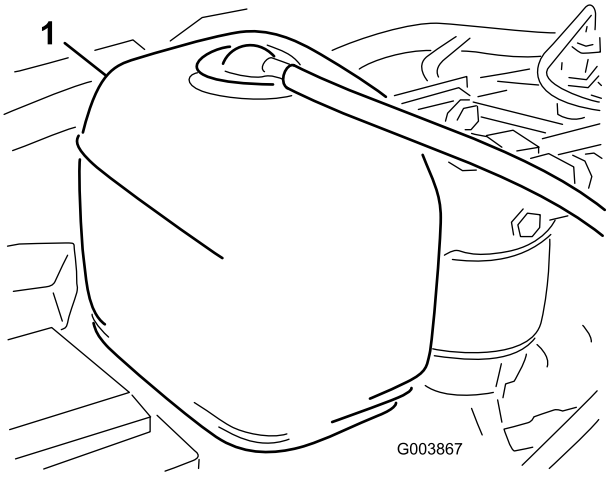

Figur 25
1. Kontroller kølevæskestanden i ekspansionsbeholderen (Figur 25).